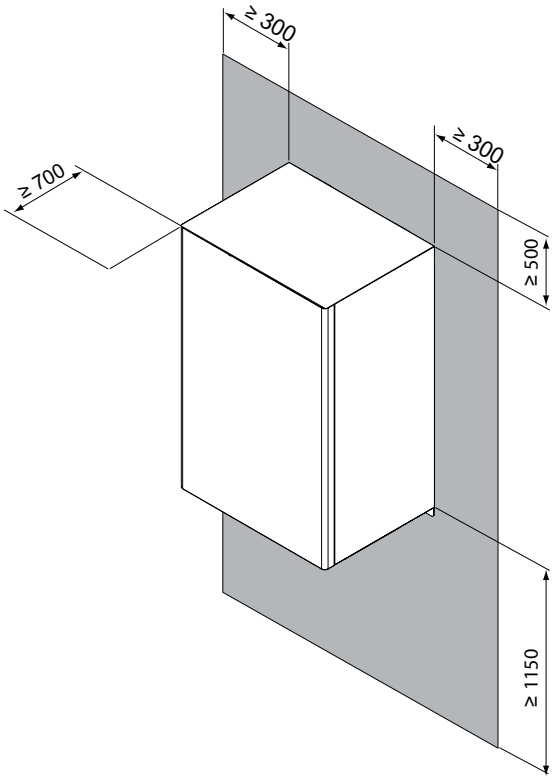

fig. 7 - area operativa minima per l'unità interna
- Lo spazio intorno all'unità è adeguato per la manutenzione, vedi fig. 7.